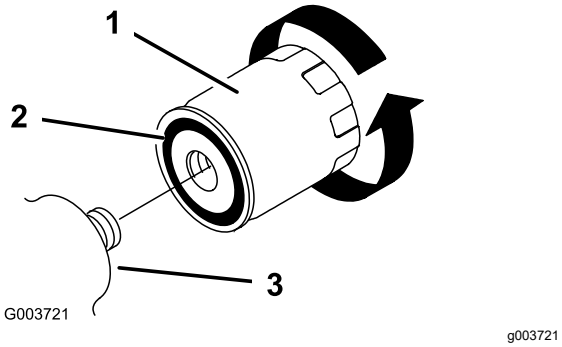

**Figuur 38**
5. Verwijder het oude filter (Figuur 38) en veeg het oppervlak van het filtertussenstuk schoon.
6. Smeer een dun laagje hydraulische vloeistof op de rubberen pakking van het nieuwe filter (Figuur 38).
7. Monteer het nieuwe hydraulische filter op het filtertussenstuk (Figuur 38). Draai het filter rechtsom totdat de rubberen pakking contact maakt met het filtertussenstuk. Draai het filter vervolgens nog eens ½ slag.